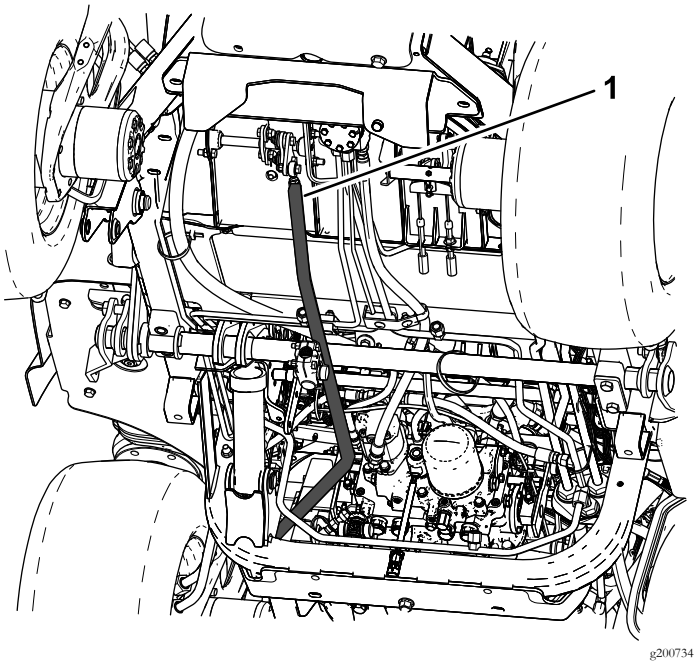
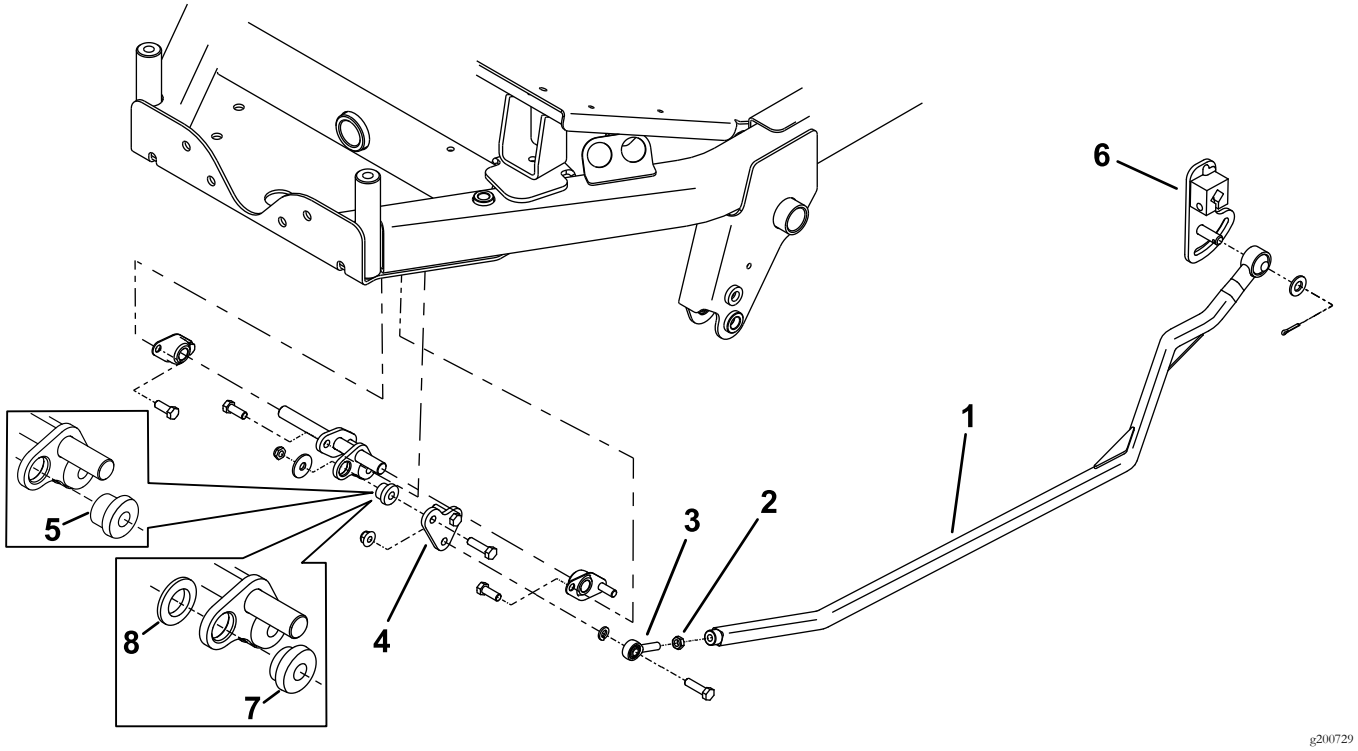

図 5
図 6
2. 走行レバーのアームと前リンクから既存の走行ロッドを取り外す図 5。
3. 走行ロッドの端部に、ベアリングとジャムナットを取り付ける図 6。
4. リンクプレートと、ゴム製またはプラスチック製のマウントを取り付ける図 6。
注 ゴム製またはプラスチック製のマウントのうち、好ましい運転感覚のものを取り付けてください。キャブ付きのマシンではゴム製のマウントの使用をお奨めします。ゴム製マウントの方がキャブ内が静かになります図 6。
5. 走行レバーのアームと前リンクに新しい走行ロッドを取り付ける図 5と図 6。